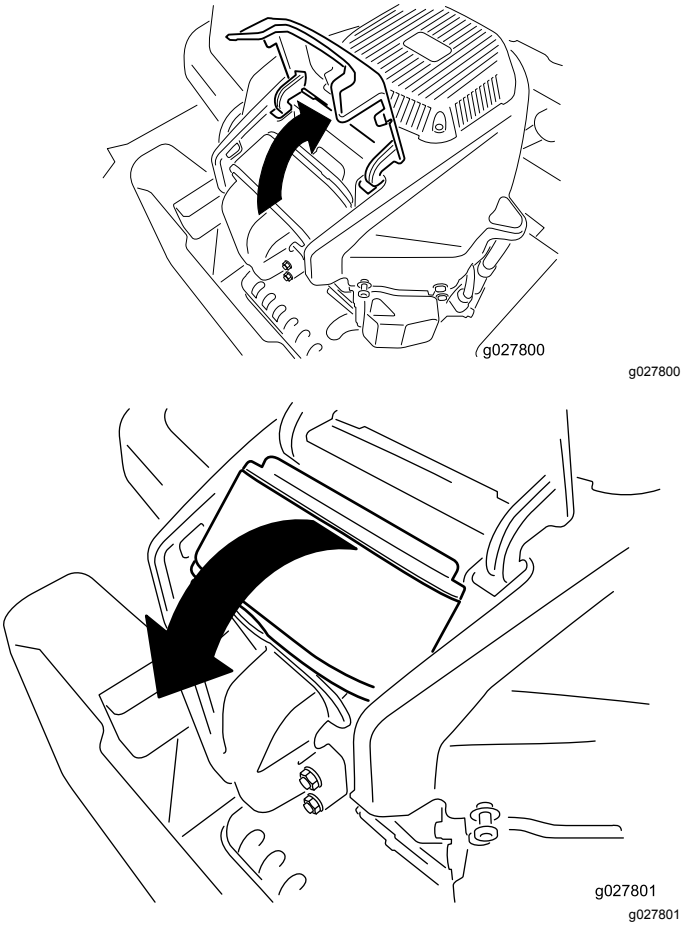

Figure 28
4. Soulevez le couvercle et faites pivoter le filtre à air hors du moteur (Figure 28).